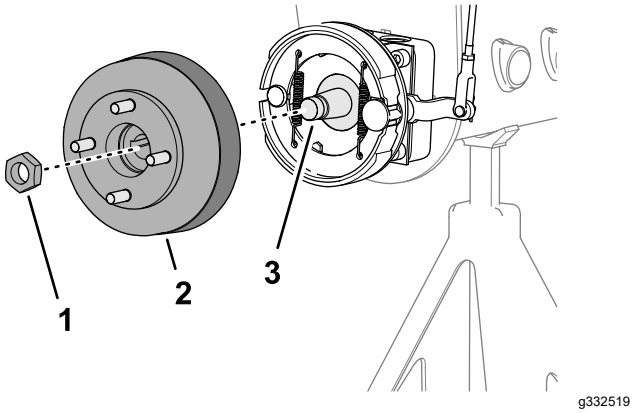
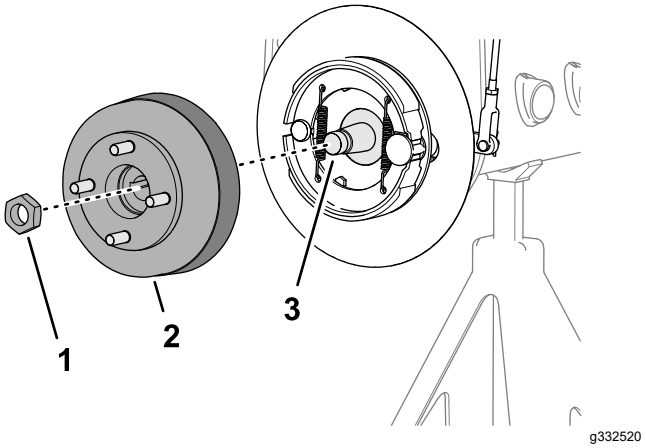

Figur 73
Figur 74
3. Montera hjulnavet och bromstrumman på hjulmotoraxeln (Figur 73 eller Figur 74).
4. Fäst hjulnavet på axeln med låsmuttern (Figur 73 eller Figur 74) och dra åt för hand.